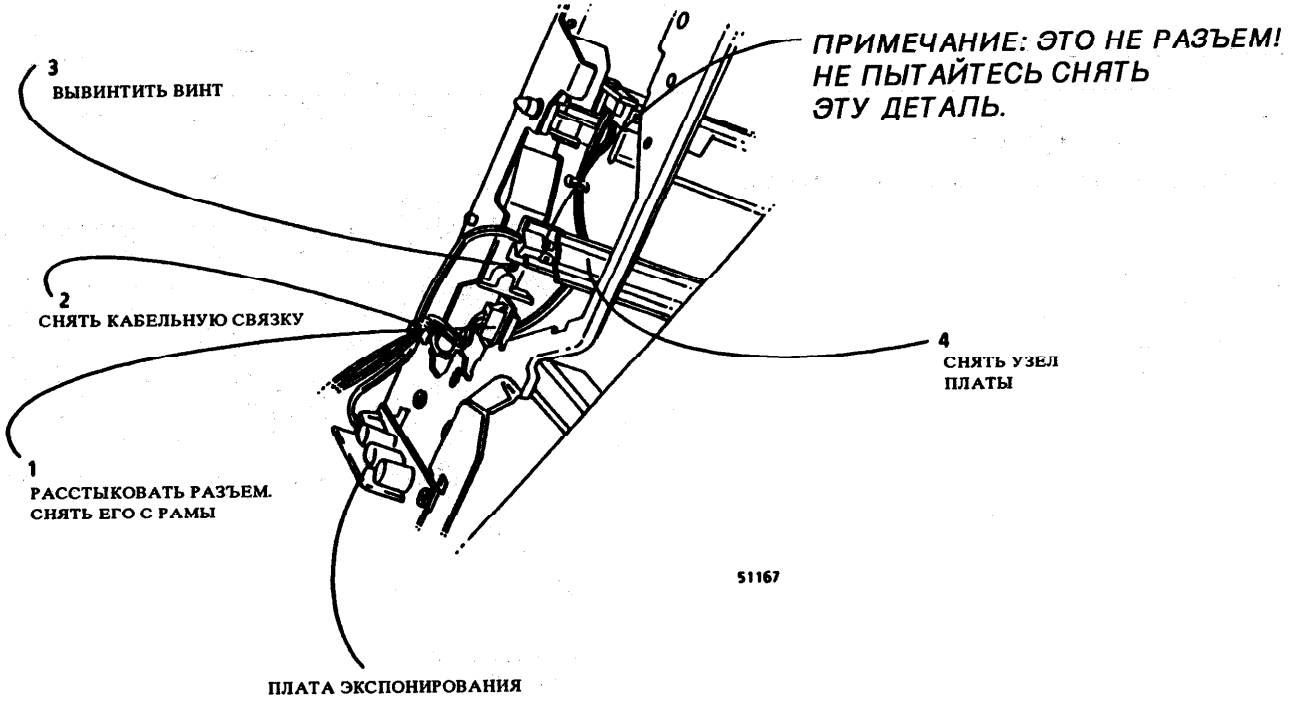

Рис. 1. Снятие платы лампы бокового и краевого подавления
2. (Рис. 1): снять узел платы бокового/ краевого подавления.